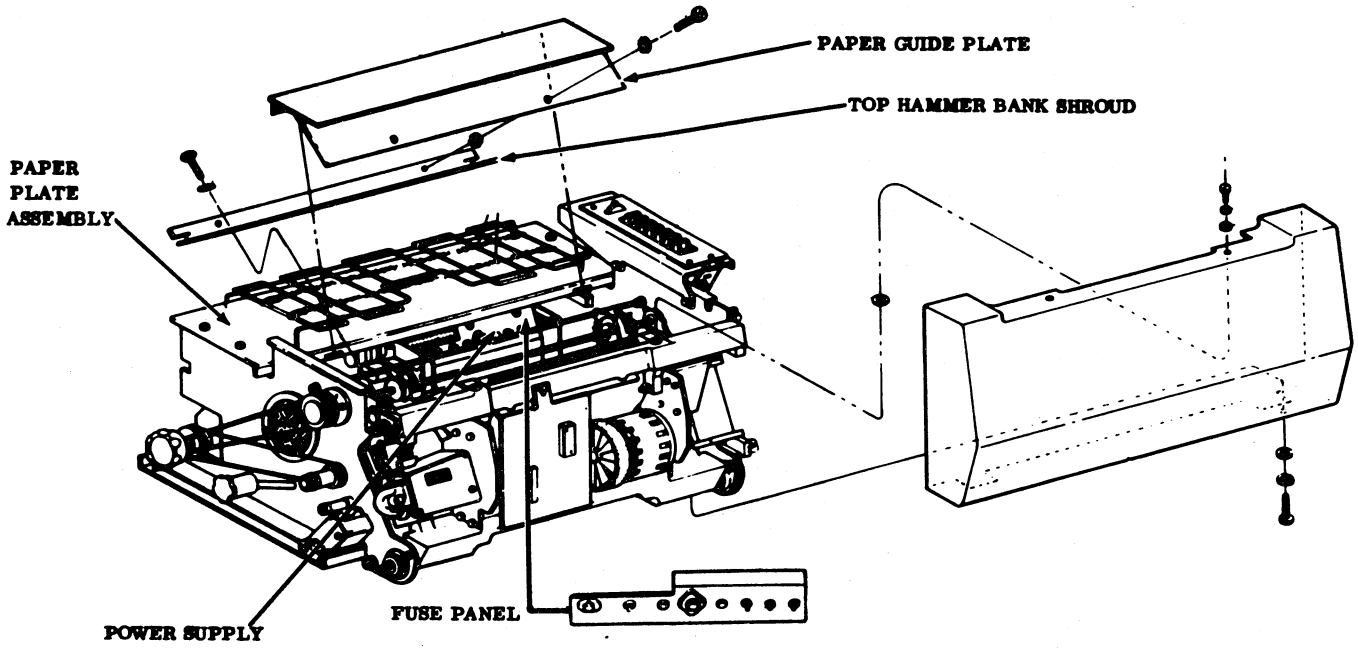

Figure 6F-28. Line Printer Power Supply Fuse Replacement Guide
7. Remove the two screws holding the paper guide plate (figure 6F-28) and remove the guide plate.